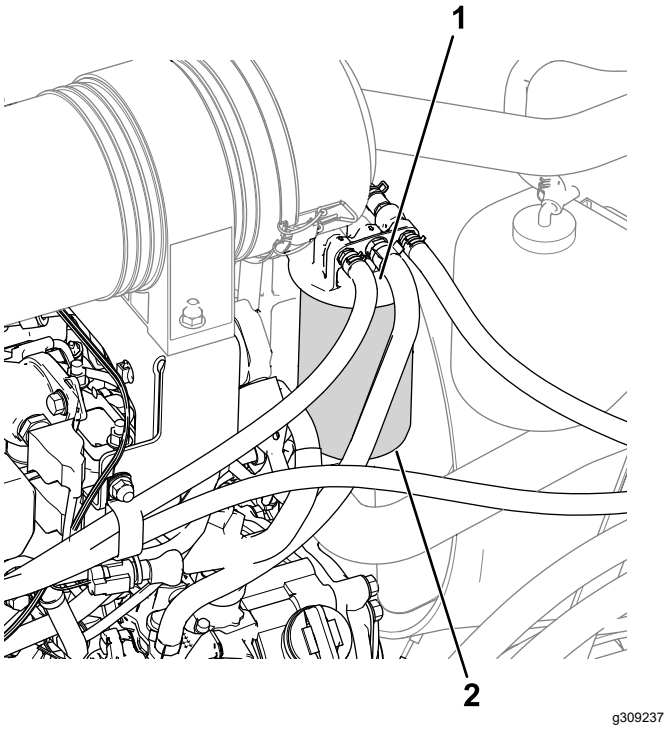

Figuur 56
1. Maak de omgeving van de kop van het brandstoffilter schoon (Figuur 56).
2. Verwijder het filter en reinig het filterkopplaatsingsoppervlak (Figuur 56).